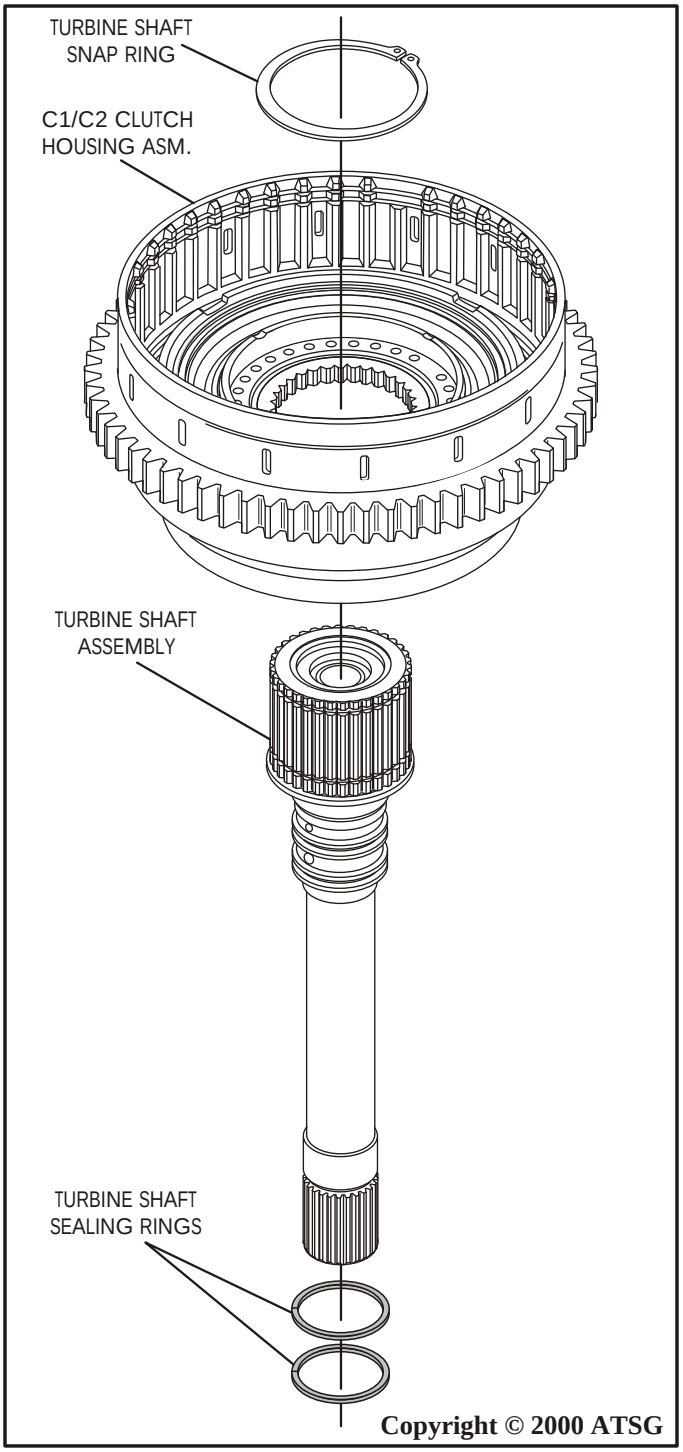

Figure 110
24. Install two new sealing rings onto turbine shaft as shown in Figure 110.
25. ***Now*** install the turbine shaft into the splines of the C1/C2 clutch housing and install the eyelet snap ring in bottom groove (See Figure 110).